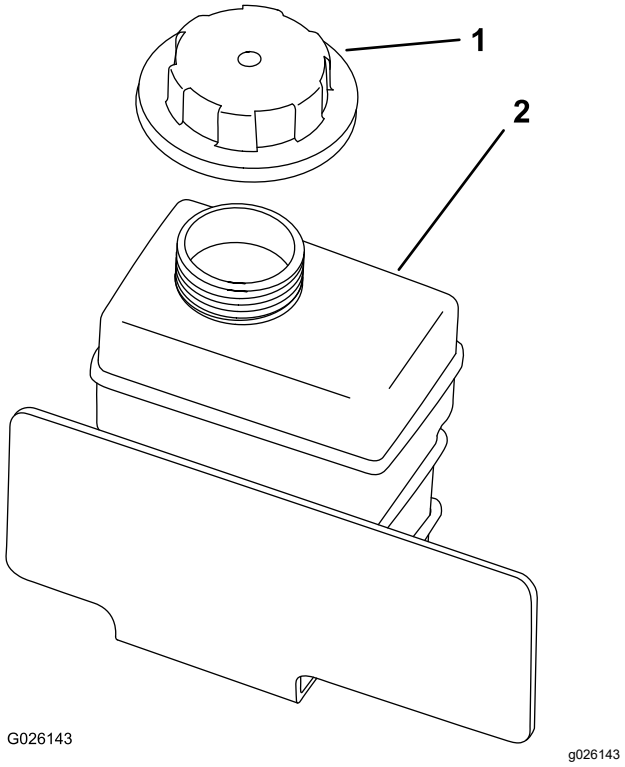

Figur 55
8. Fyll långsamt reservtanken för kylvätska tills nivån når påfyllningsrörets nedersta del (Figur 55).
9. Sätt tillbaka locket på reservtanken (Figur 55).